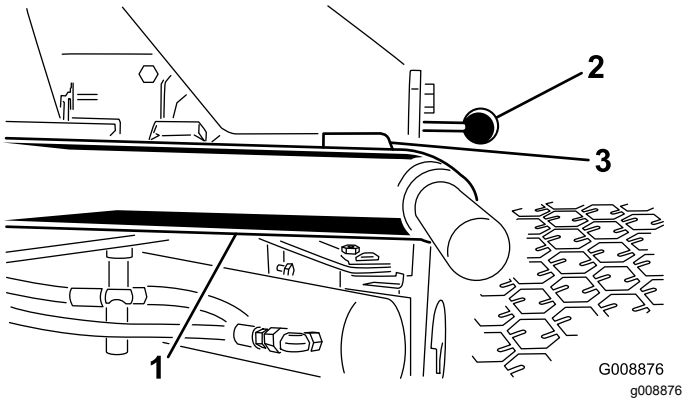

Figur 11
1. Start motoren, hev klippeenhetene og kontroller at klaringen mellom hver løftearm og gulvplatebraketten er 5–8 mm (Figur 11).